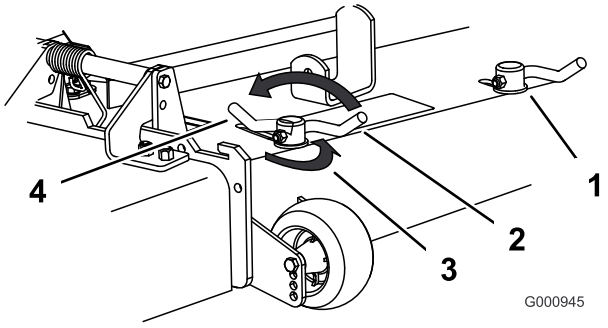

**Figur 22**
3. Knastlåsene justeres ved at svinge grebet op, så knastlåsen løsnes (Figur 22).
5. Sving grebet tilbage for at stramme skærm og knastlåse (Figur 22).